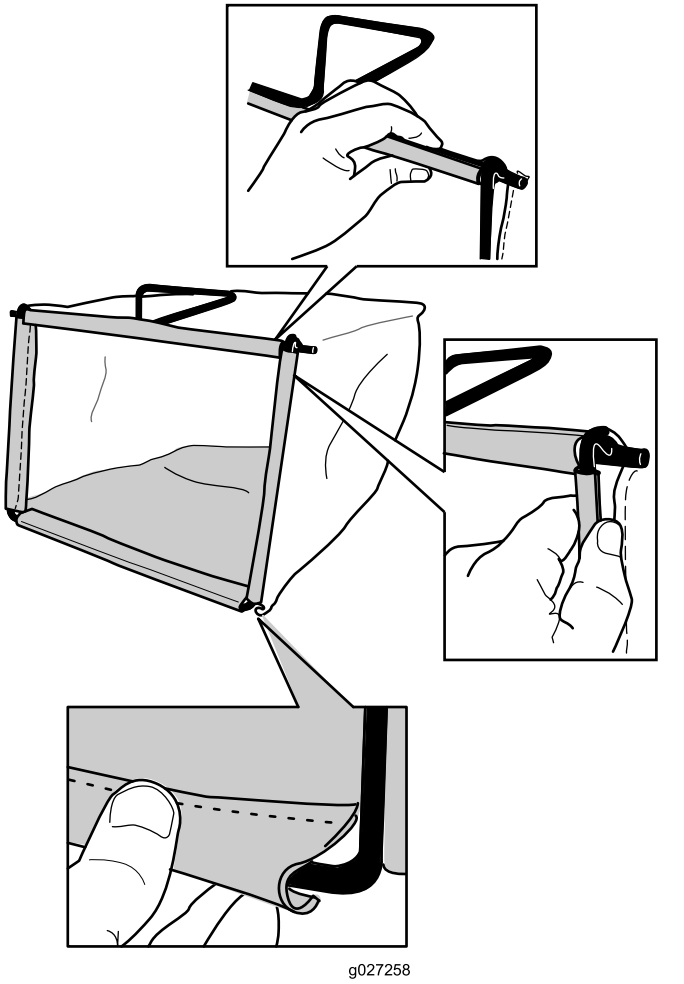

Figure 9
2. Accrochez la glissière inférieure du bac au bas de l'armature (Figure 9).
3. Accrochez la glissière supérieure et les glissières latérales du bac au sommet et sur les côtés de l'armature respectivement (Figure 9).